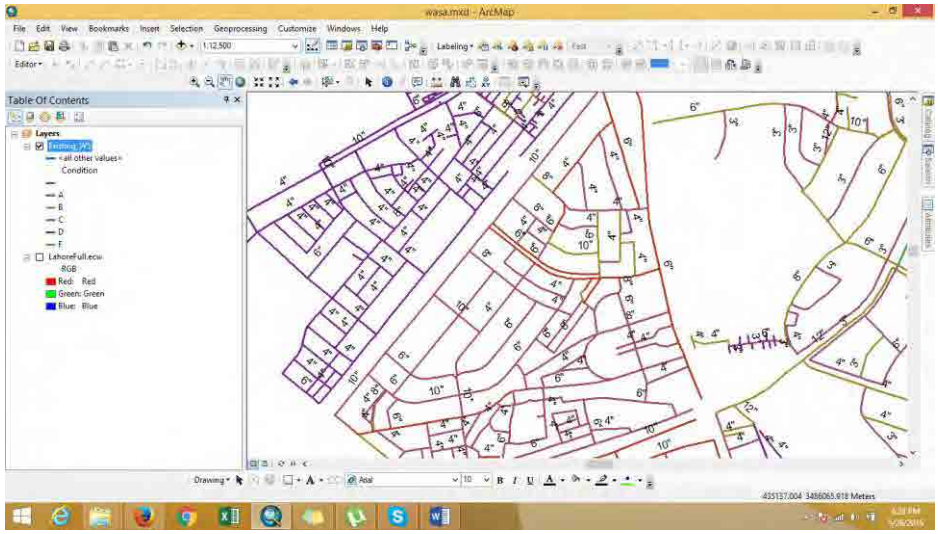

Figure 3.20.Display after Categorizing
- The final output after categorizing of water supply feature class in ArcMap is shown in figure 3.20.